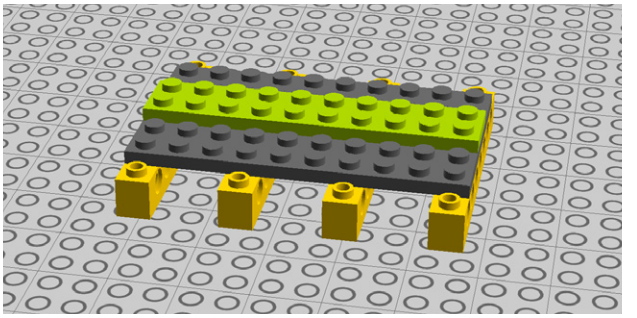

Figure 5-9. *Step 2: Adding some more beams*
2. Next, throw down a 2x10 plate. Figure 5-9 shows where it goes.